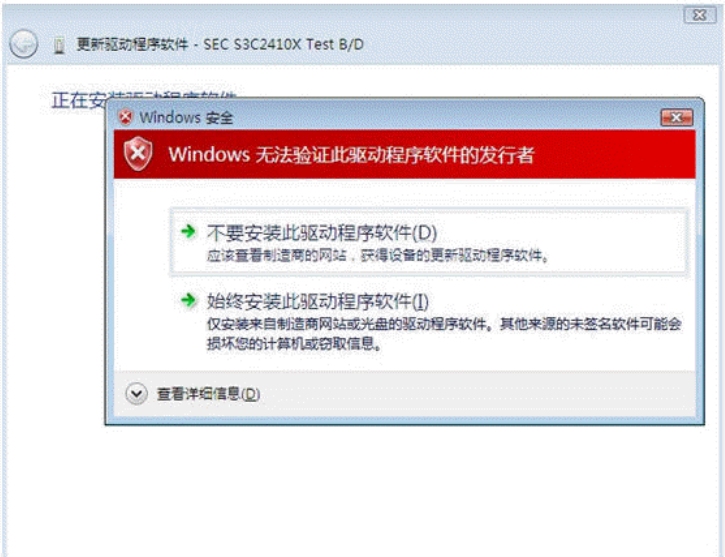

Рисунок 2-25: Установка драйвера
- Выберите “Always install this driver software”. Смотрите рисунок 2-25.